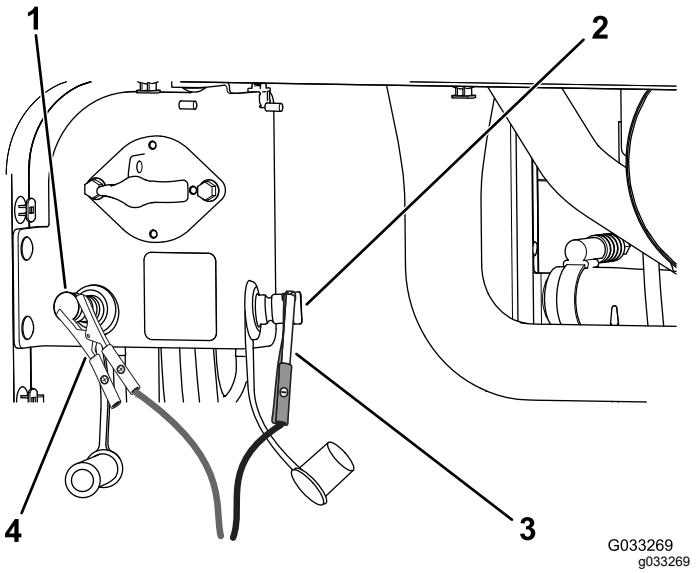

Figur 77
4. Anslut batteriladdarens pluskabel till batteriets plusstartpol (Figur 77).
5. Anslut batteriladdarens minuskabel till batteriets minusstartpol (Figur 77).
7. När batterierna är fulladdade ska du först koppla bort laddaren från elkällan och sedan koppla bort laddningskablarna från startpolerna (Figur 77).